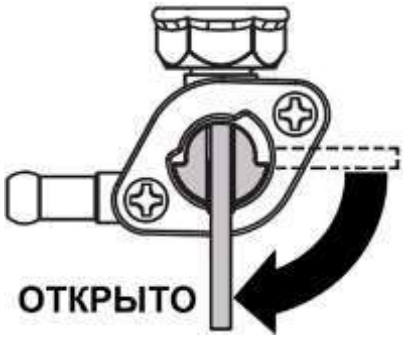

Рис.8 - Кран топливного бака
1. Откройте кран топливного бака. Для этого рычаг крана переведите в вертикальное положение (Рис. 8).